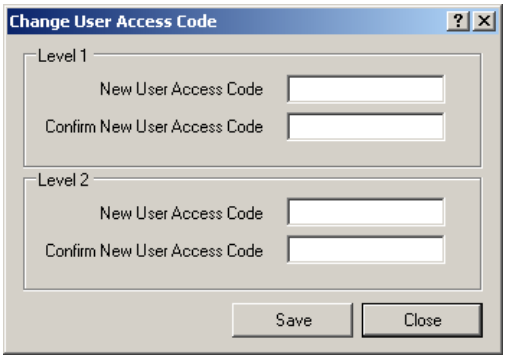

Figure 3-68 Change User Access Code Dialog Screen
1. Select **Utility/Change User Access Code** from the TapTalk toolbar. TapTalk will display the Change User Access Code dialog screen (Figure 3-68).